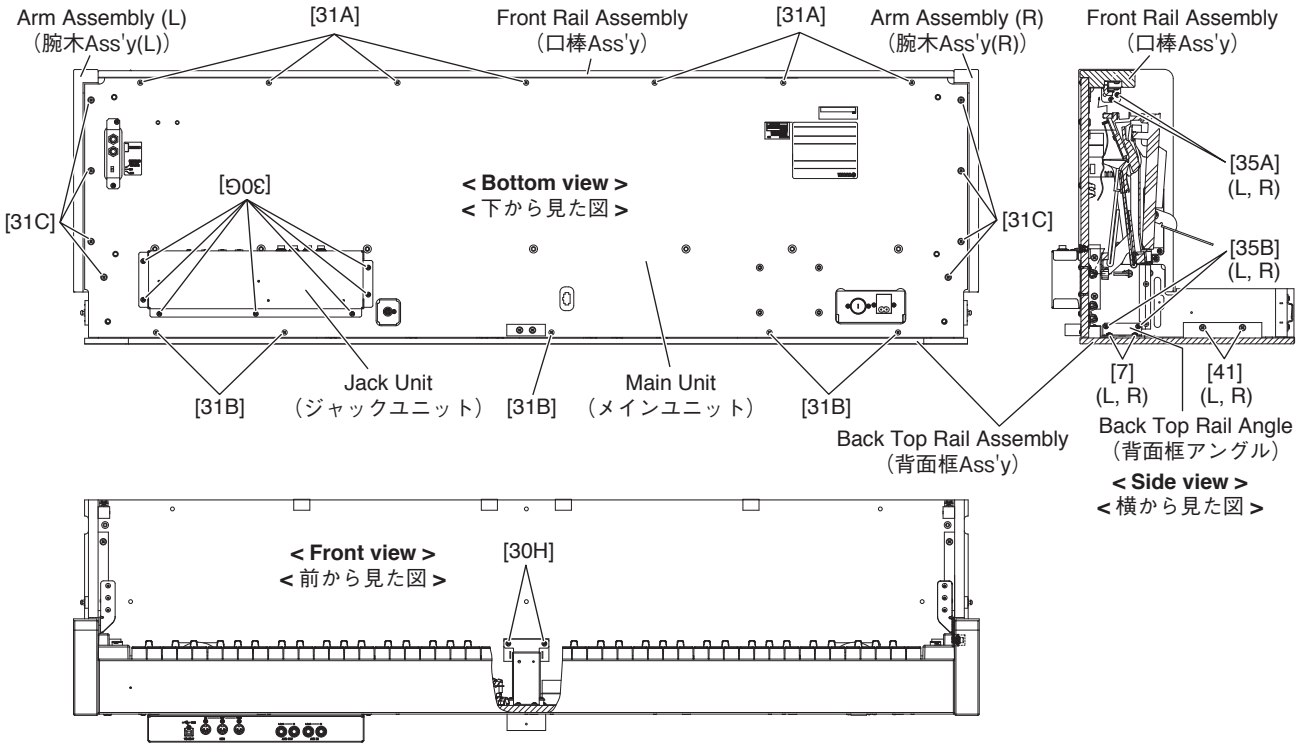

Fig.18（図 18）
17-2 Remove the seven (7) screws marked [30G]. The jack assembly can then be removed from the main unit. (Fig.18)
17-2 [30G] のネジ 7 本を外し、ジャックユニットをメインユニットから外します。(図 18)
20-8 Remove the seven (7) screws marked [31A], and the two (2) screws each marked [35A] for both side. The front rail assembly can then be removed. (Fig.18)
20-8 [31A] のネジ 7 本と左右の [35A] のネジ 2 本ずつを外し、口棒 Ass'y を外します。(図 18)
21-8 Remove the two (2) screws marked [30H], the five (5) screws marked [31B], the two (2) screws each marked [41] and the two (2) screws each marked [35B] for both side. The back top rail assembly can then be removed. (Fig.18)
21-8 [30H] のネジ 2 本、[31B] のネジ 5 本、[41] のネジを左右 2 本ずつと [35B] のネジを左右 2 本ずつ外し、背面框 Ass'y を外します。(図 18)
22-8 Remove the four (4) screws marked [31C], the two (2) screws marked [35A], the two (2) screws marked [35B] and the two (2) screws marked [41]. The arm assembly can then be removed from the main unit. (Fig.18)
22-9 Remove the two (2) screws marked [7]. The arm assembly can then be removed from the back top rail angle. (Fig.18)
22-8 [31C] のネジを 4 本、[35A] のネジを 2 本、[35B] のネジを 2 本と [41] のネジを 2 本外します。腕木 Ass'y をメインユニットから外します。(図 18)
22-9 [7] のネジを 2 本外し、腕木 Ass'y を背面框アングルから外します。(図 18)